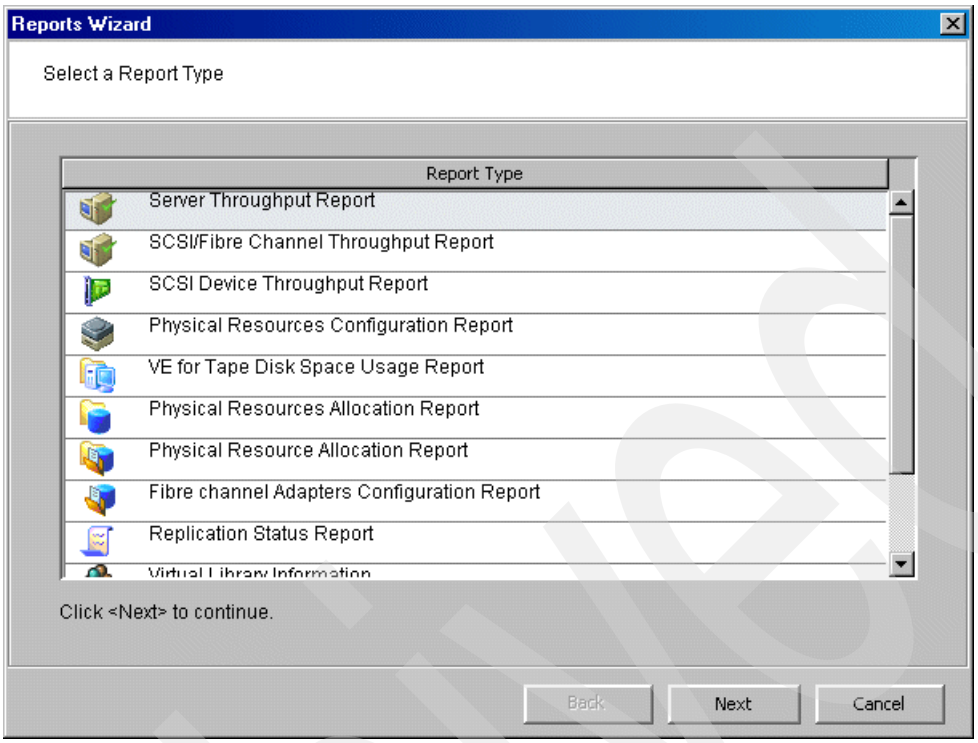

Figure 6-2 Select a Report Type panel
2. In the Select a Report Type panel (Figure 6-2), select a report type and click **Next**.